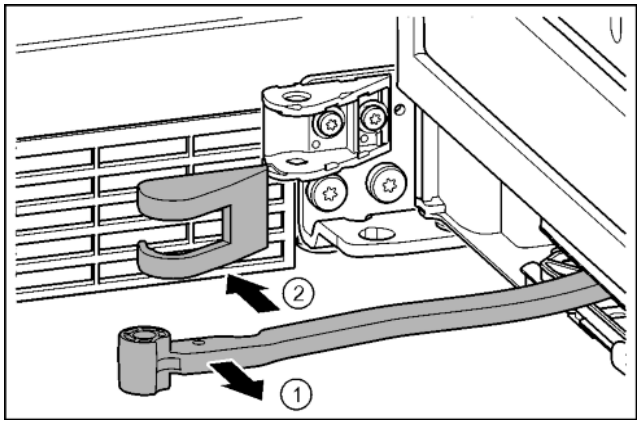

Fig. 16
- ▶ Turn the hinge in the direction of the door. *Fig. 16 (1)*
- ▶ Remove the bearing bracket cover. *Fig. 16 (2)*